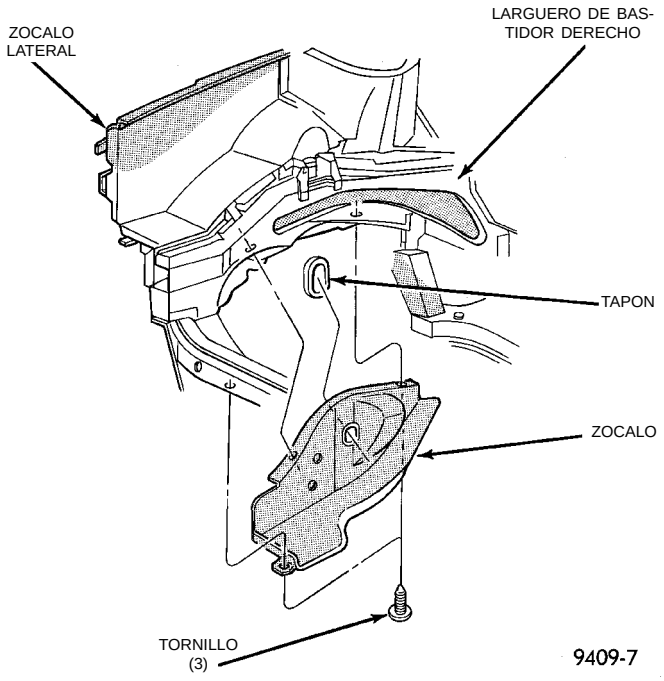

Fig. 35 Zócalo interno derecho
(1) Retire las correas de transmisión de accesorios. Para informarse sobre el procedimiento descrito en esta sección, consulte el Grupo 7, Sistema de refrigeración.
(2) Eleve el vehículo sobre un elevador y retire el zócalo interno derecho (Fig. 35).